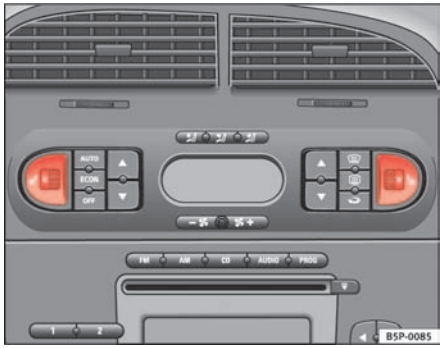

Fig. 94 Thumb wheel for the front seat heating
– Turn the appropriate thumb wheel ⇒ fig. 94 to switch on the seat heating. The seat heating is switched off in the **0** position.